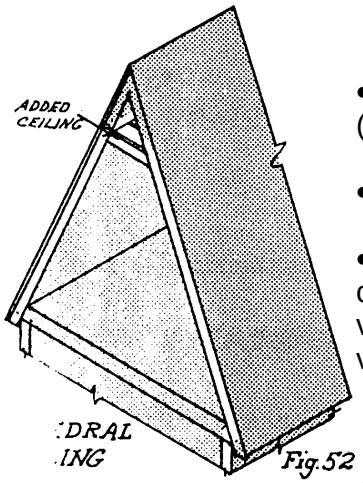

Fig. 52
- OR if slope of roof is too steep to accept a ridge-line louver, construct a ceiling as shown in figure 52 to form a ventilating attic. Open rafter cavities to vent into area. Put ¼ total vent area at each gable end (gable vents) and ¼ at each eave.